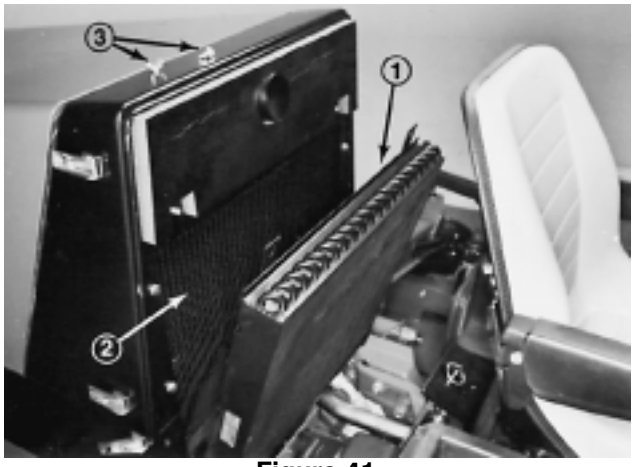

Figure 41
C. Remove wing nuts securing top of oil cooler to upper radiator support and pivot top of oil cooler away from radiator (Fig. 41).